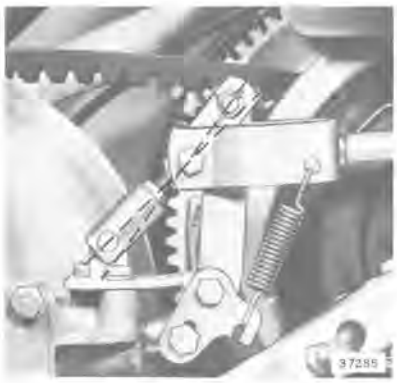

Figure 10-28
e. Tighten eyebolt lock nut. Check reverse locking by visually checking center lines of reverse lock clevis and lock plates. These centerlines must cross as shown in Figure 10-28.
e. Check operation of shift mechanism, moving from forward to reverse several times. Use a quick, abrupt action. Be certain that the reverse lock clevis goes "over center" (see Figure 10-28) each time.